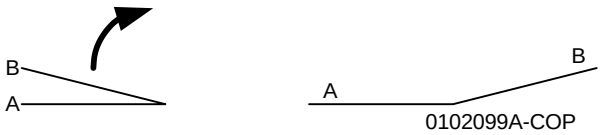

Figure 1 Staple Position
7. Measure A and B on both Booklet jobs and verify X1 against specification in Figure 1.
4. Check output against specifications in Figure 1.